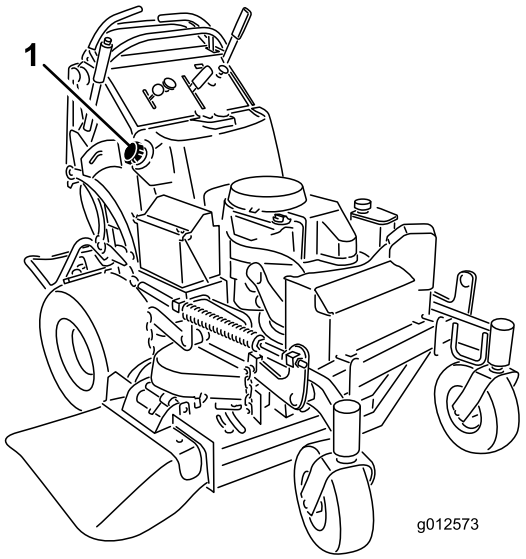

**Figur 51**
5. Bruk hevertpumpen til å tømme drivstoffet ut i en ren bensinkanne (Figur 51).